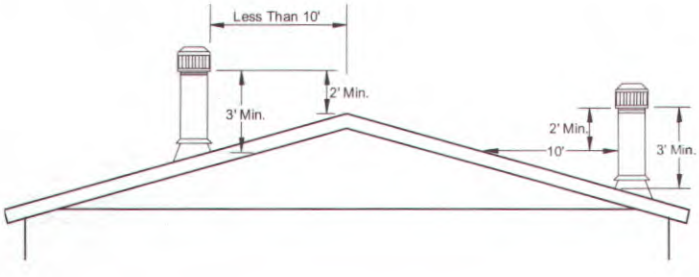

Figure 92. *Chimney clearance*
2. **Install chimney pipe.** Assemble and seal the chimney per the fireplace or wood stove manufacturer's installation instructions and if there is a conflict between the instructions and the figure, follow the instructions. To assure sufficient draft for proper operation, extend the chimney at least three feet above the highest point where it penetrates the roof and at least two feet higher than any surface within 10 feet of the chimney (**Figure 92**). Use additional section(s) of chimney pipe (not provided) if required by local code or if the site has obstructions within 10 feet of the chimney.